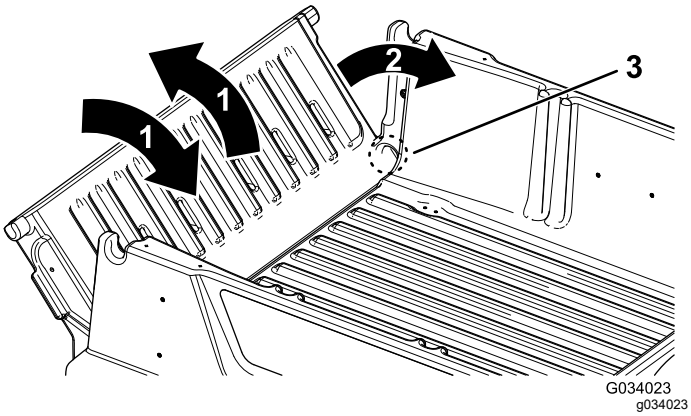

Figuur 14
2. Draai de achterlaadklep ongeveer in de 45°-stand (Figuur 14).
3. Beweeg de achterlaadklep enkele keren heen en weer met korte, schokkende bewegingen (Figuur 14).